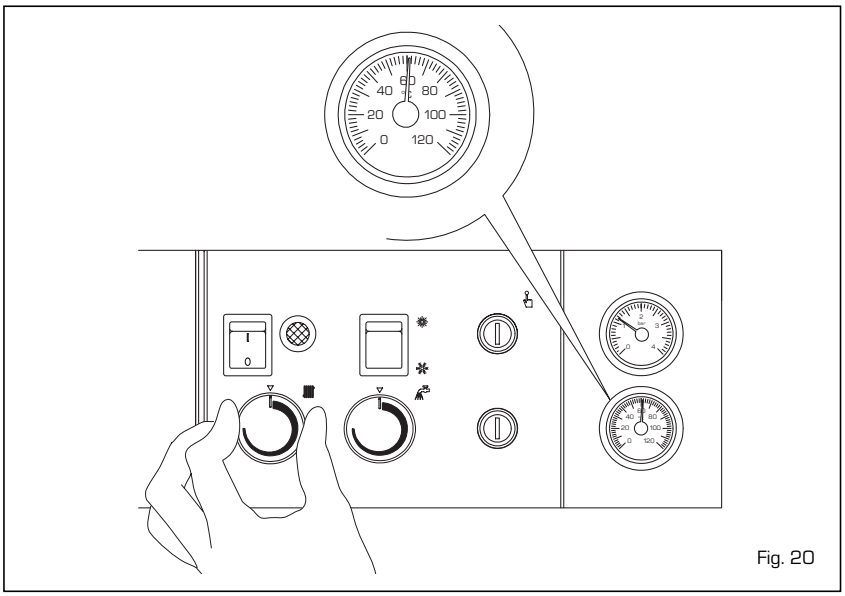

Fig. 20
- **Chauffage (fig. 20)**
Le réglage de la température de chauffage est effectué en agissant sur le pommeau du aquastat avec une plage de régulation allant de 45 à 85°C. La valeur de la température fixée se contrôle sur le thermomètre. Pour garantir un rendement optimal du générateur, il est conseillé de ne pas descendre au-dessous d'une température minimale de travail de 60°C (fig. 20).